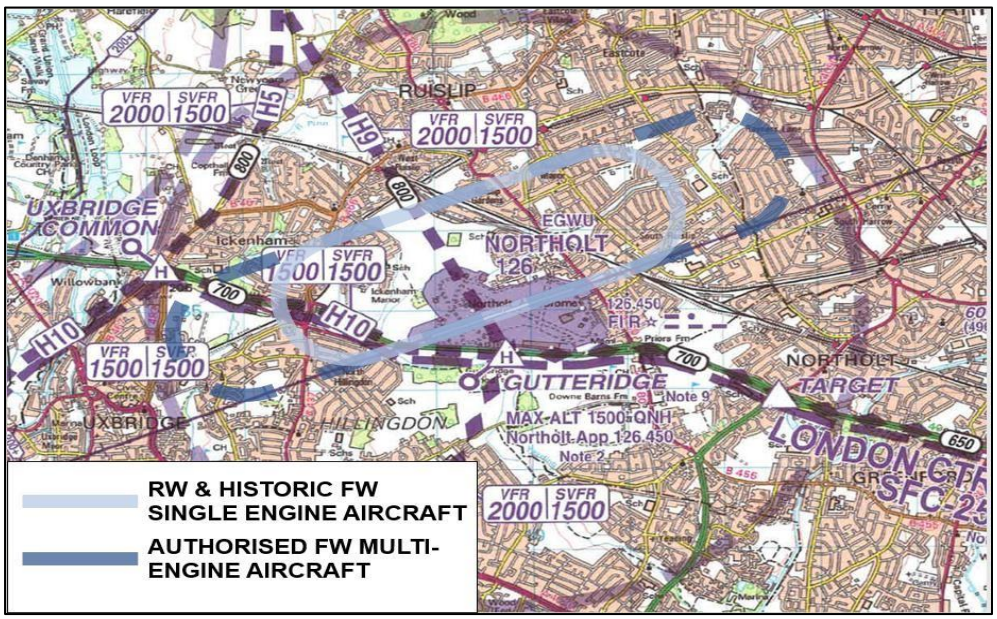

Fig. O-1
2. **Aerodrome Circuit.** To avoid Heathrow traffic there is no dead side, aircraft are to make circuits to the North of the aerodrome, within the ATZ at 1,000ft Northolt QNH, as depicted in Figure O-1. Single engine aircraft and helicopters may fly within the ground track depicted as required to achieve a safe glide profile or trg objectives. All visual circuits must maintain outside the Denham ATZ therefore, any aircraft which cannot meet the turn radius required will not be authorised to conduct visual circuits.